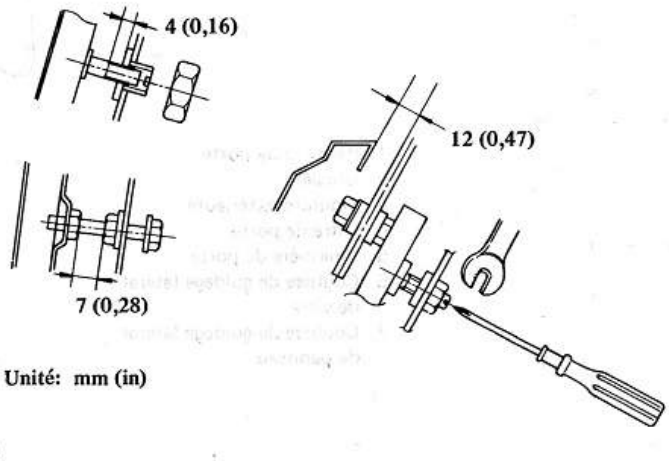

Fig. BF-38 Réglage du jeu entre vitre et panneau extérieur de porte
1. Positionner approximativement les vis inférieures de réglage des glissières, régler le jeu entre la vitre et la partie supérieure du panneau extérieur de porte à 12 mm (0,47 in) à tout point, au moyen des vis de réglage. Voir Figure BF-38.